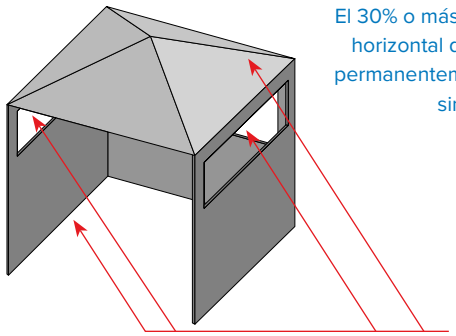
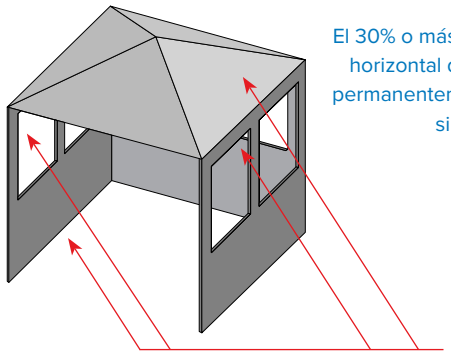

Fig. 4
Fig. 5
- Un electrodoméstico se considera al aire libre si está instalado con un refugio no más inclusivo que dentro de un recinto parcial que incluye una cubierta superior y tres paredes laterales, siempre que el 30% o más del perímetro horizontal del recinto esté permanentemente abierto. **(Fig 4 y Fig 5).**